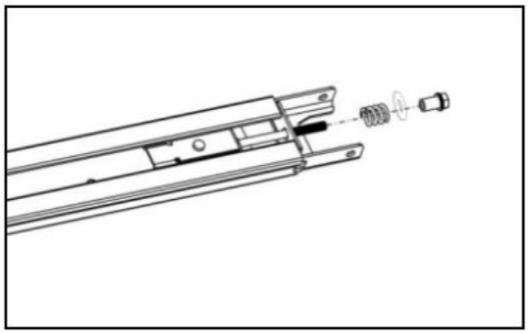

Figur 9
3. Som vist på figur 9, løsne mutteren og fjæren.